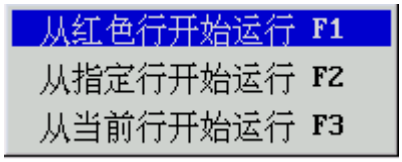

图 6.3.3 暂停运行时从任意行运行
(1) 在程序运行子菜单下，按 **F7** 键，然后按 N 键暂停程序运行；
(2) 用▲、▼、**PgUp**、**PgDn** 键移动蓝色亮条到开始运行行，此时蓝色亮条变为红色亮条；
(3) 在程序运行子菜单下，按 **F8** 键，弹出如图 6.3.3 所示对话框；
(1) 在程序运行子菜单下，按 **F7** 键，然后按 **N** 键暂停程序运行；
(2) 在程序运行子菜单下，按 **F8** 键，弹出如图 6.3.3 所示对话框；